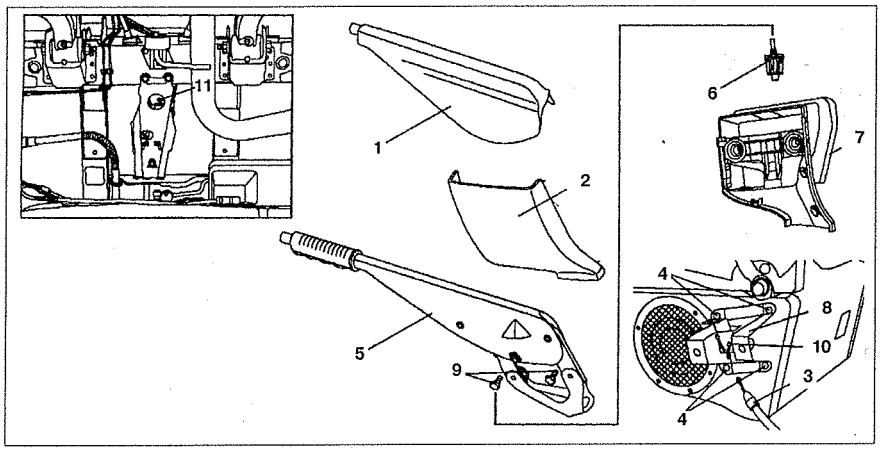

Рис. 9.10. Рычаг привода стояночной тормозной системы:
3. Ослабьте трос стояночной тормозной системы регулировочным болтом **11** (см.рис.9.10).